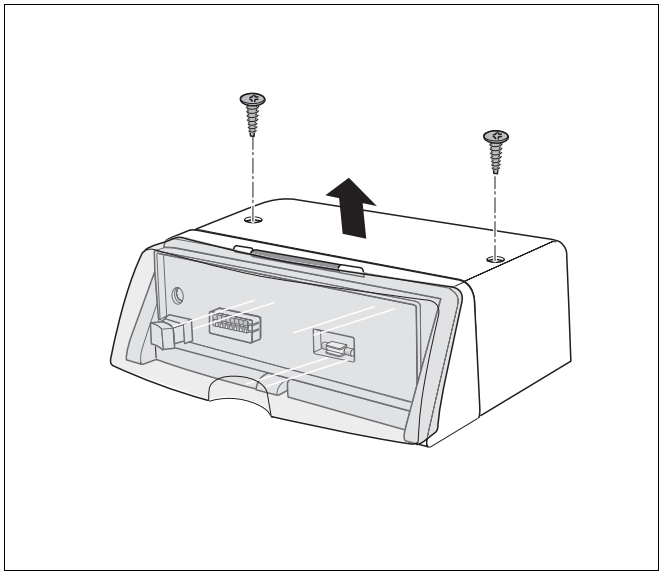

Abb. 3 Abdeckhaube abnehmen
- 2 Schrauben an der Oberseite der Abdeckhaube lösen (Abb. 3).